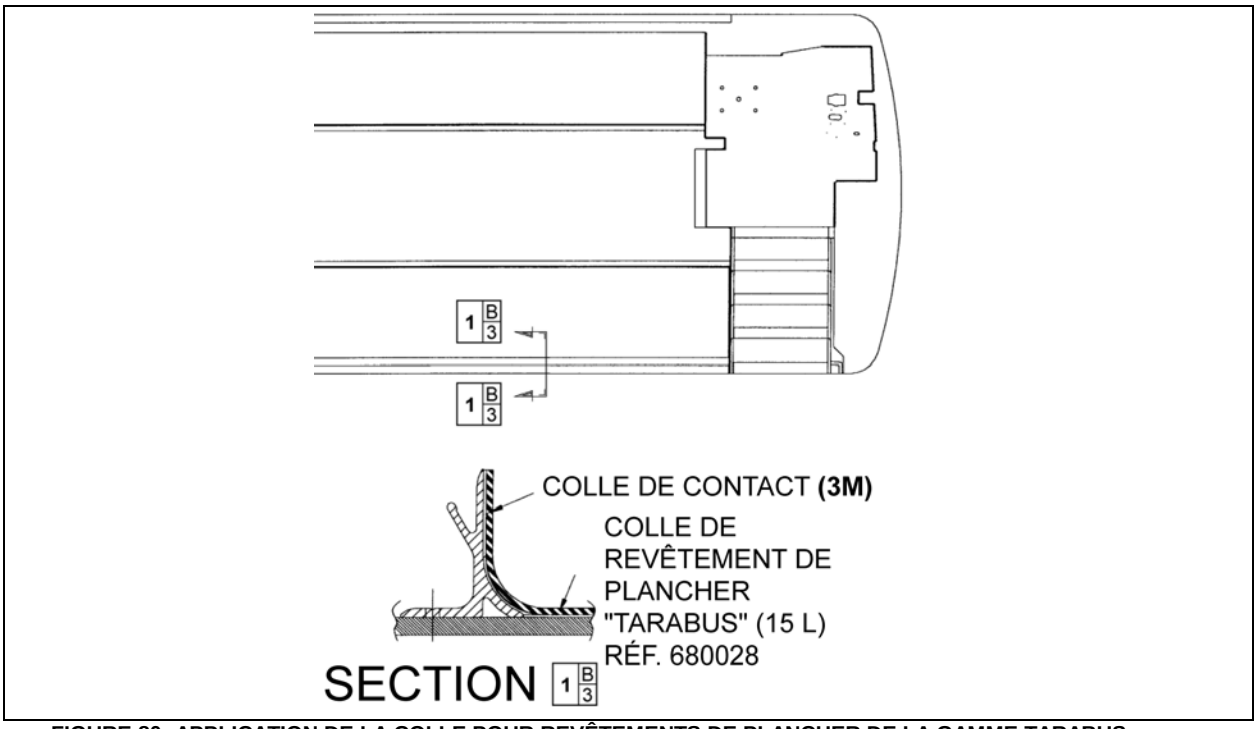

FIGURE 80: APPLICATION DE LA COLLE POUR REVÊTEMENTS DE PLANCHER DE LA GAMME TARABUS 18640
6. Appliquer de la colle pour revêtement de plancher (680028) sur le contreplaqué à l'aide d'une truelle crantée avec une denture de 1/8 po. Si besoin, appliquer de la colle de contact (3M) (684655 ou 684654) sur le moulage en aluminium ainsi sur la partie du revêtement de plancher qui sera en contact avec le moulage (voir la Figure 80).